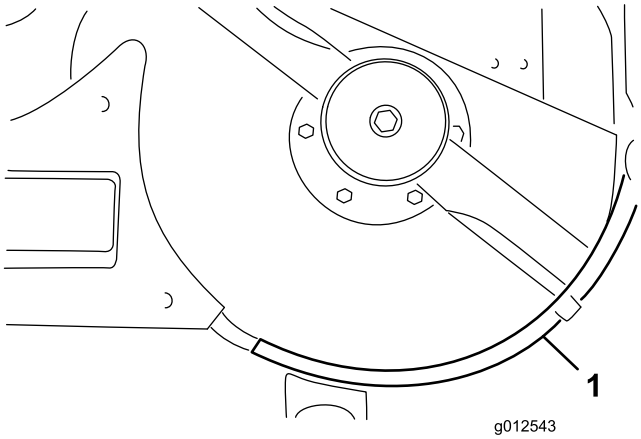

**Figur 15**
10. Fastgør venstre hylde til skjoldet med to bolte (1/4-20 x 1 tomme), 1 bolt (1/4-20 x 3/4 tomme) og tre låsemøtrikker (Figur 15). Placer bolthovederne mod indersiden af skjoldet.